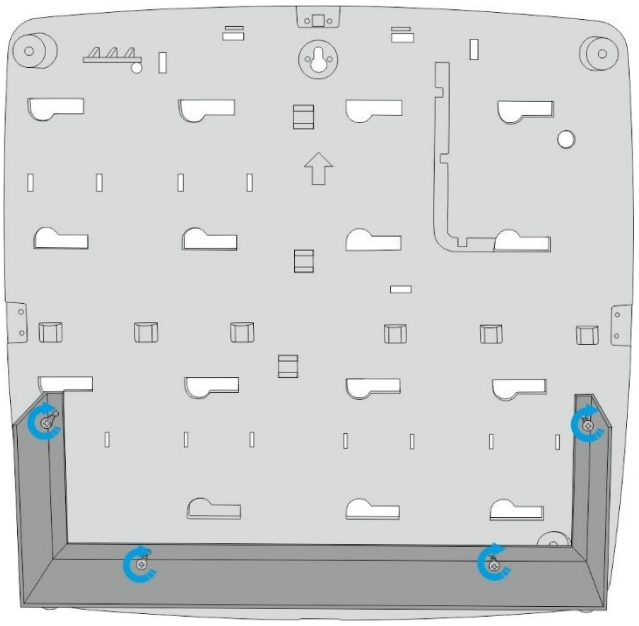

Fig. 1
- fissare in posizione la mensola metallica (fig. 1) con le viti in dotazione